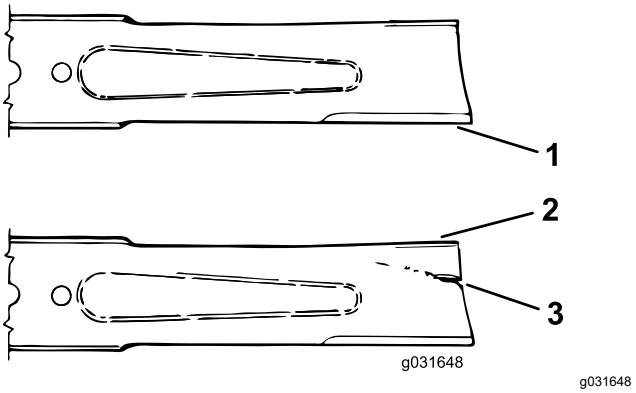

Figur 74
3. Undersök knivseggarna noggrant, i synnerhet där knivens flata och böjda del möts (Figur 74).